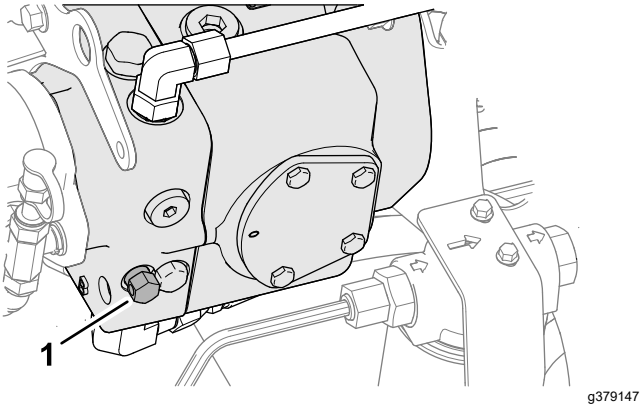

Figur 58
3. Ved pumpen med variabel slagvolumen, drej omløbsventilens bolt 1½ omgang for at åbne den og lade olien løbe om internt (Figur 58).